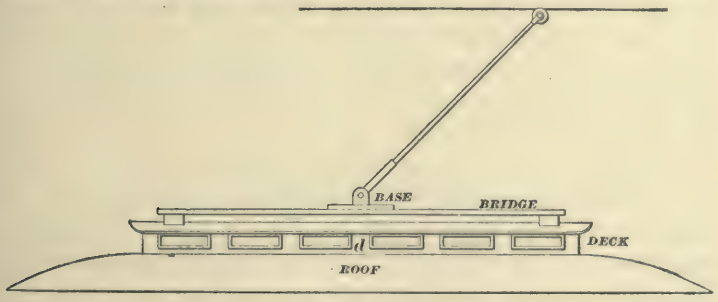
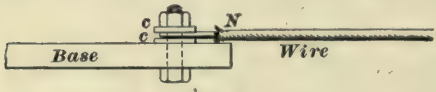

FIG. 25.
FIG. 26.
its ends on cross-pieces, as shown in Fig. 25, and serves the double purpose of providing a foundation to which the
trolley base can be fastened without boring holes in the car roof and at the same time acting as a spring to cushion the effect which the jolting of the car might have on the pole. Again, if, as sometimes does happen, the trolley base is torn from its seating, only the bridge is injured and the roof of the car is saved. The bridge is sometimes a plain board; in other cases it is composed of two pieces running the length of the deck, with cross-pieces at the end to hold them together. The deck is the raised part of the roof shown at *d* in Fig. 25, and the ventilating windows are often called deck sash. The lower member of the trolley stand is fastened to the bridge with lagscrews or bolts; bolts are better, because when lagscrews are used, the screw holes are ruined if the base happens to get wrenched. A lagscrew is a large wood screw with a coarse thread, and it is screwed into a hole somewhat smaller than the screw itself. A bolt is a machine screw with a nut on the threaded end of the shank; it is used in a hole somewhat larger than the shank of the bolt and in this case has the advantage that it affords a safe and simple means of attaching one end of the trunk wiring (Art. **22**) to the base of the trolley stand. Fig. 26 shows how this is done by means of the bolt and two iron washers *c*, *c*. If the end of the trunk wiring has no terminal on it, the end of the wire *N* is bent into an eye, placed over the bolt between the two washers and the nut screwed home.
**24. Details Relating to Trunk Wiring.**—One way of fastening one end of the trunk wiring to the trolley stand was shown in Fig. 26. It is well to make a few extra turns of the wire between the first cleat and the connection on the stand; this takes up the working motion of the wire, due to the jolting of the car, and makes the wire less apt to break off. Breaking off of the wire is more apt to occur on the